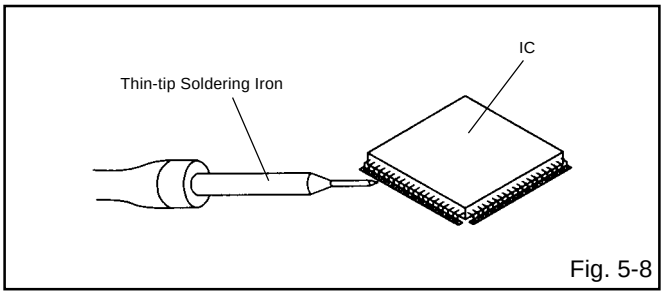

Fig. 5-8
4. When bridge-soldering between terminals and/or the soldering amount are not enough, resolder using a Thin-tip Soldering Iron. **(Refer to Fig. 5-8.)**